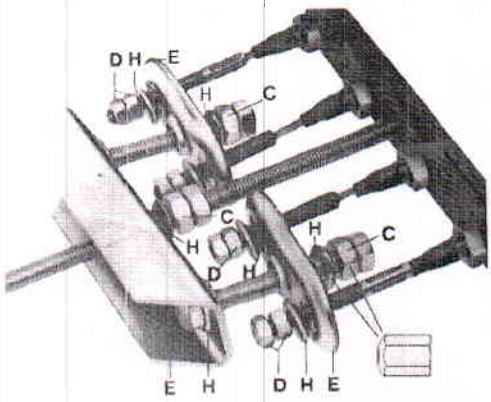

Рис. 7
c) Выполните пункт *b)* для двойных (тандемных) осей (рис. 7)